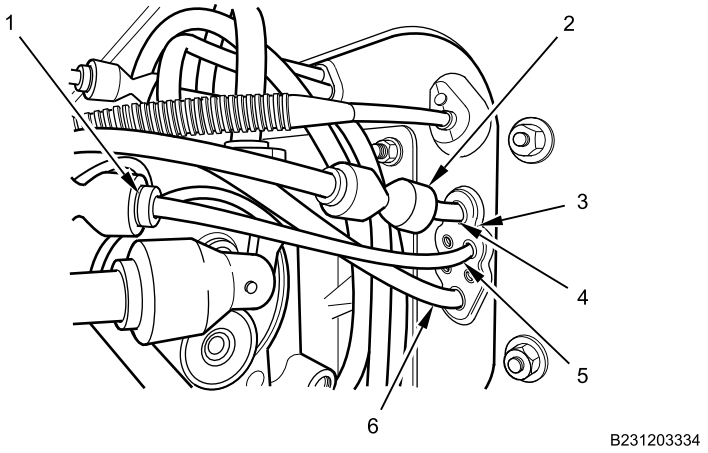

Figure 2. Exterior Air Lines.
2. Disconnect supply air line union (Figure 2, Item 2) from YELLOW supply air line (Figure 2, Item 4) at left air line grommet (Figure 2, Item 3) outside cabin.
3. Disconnect air line union (Figure 2, Item 1) from BLACK air cleaner restriction gauge vacuum line (Figure 2, Item 5) at left air line grommet (Figure 2, Item 3) outside cabin.
4. Remove BLUE door actuator supply air line (Figure 2, Item 6) from left air line grommet (Figure 2, Item 3) outside cabin.